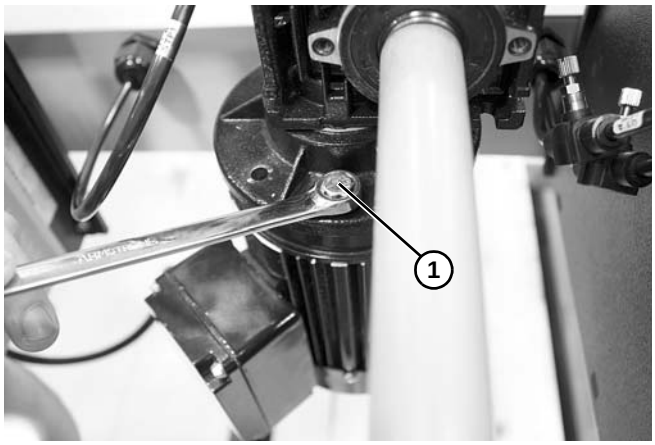

Figure 28
2. If the shaft of the motor is seized in the gear reducer, install hex flange screws **(Figure 28, item 1)** into the threaded holes of the gear reducer. Turn screws evenly clockwise to free motor from gear reducer.